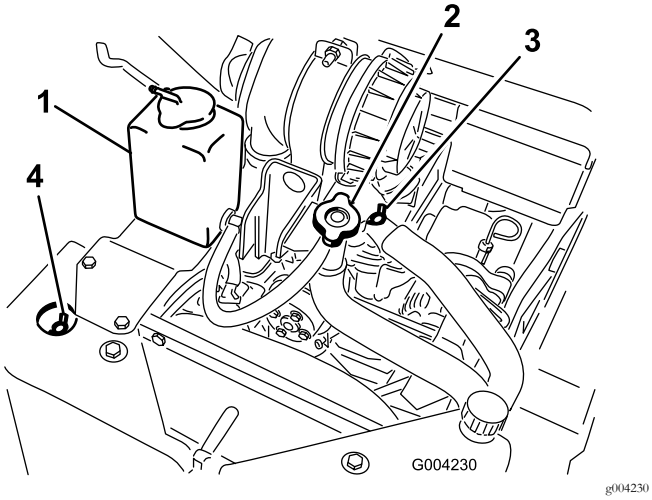

Figur 21
A. Ta bort påfyllningslocket för kylvätskan (Figur 21).
B. Öppna den främre och övre avluftarventilen för kylvätska (Figur 21).
C. Fyll på kylvätska genom påfyllningsröret tills vätskan börjar rinna ut genom den främre avluftarventilen (Figur 21).
D. Stäng den främre avluftarventilen för kylvätska (Figur 21).
E. Fyll på kylvätska genom påfyllningsröret tills vätskan börjar rinna ut genom den övre avluftarventilen (Figur 21).
F. Stäng den övre avluftarventilen för kylvätska (Figur 21).
G. Fyll på kylvätska genom påfyllningsröret tills kylvätskenivån når upp i påfyllningsröret (Figur 21).
H. Sätt tillbaka påfyllningslocket för kylarvätska (Figur 21).
I. Fyll på kylvätska i expansionstanken tills vätskan når upp till markeringen Full på tankens sida (Figur 21).